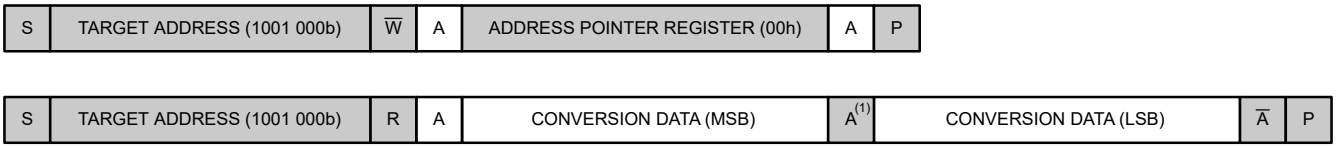

図 10-8. 変換レジスタの読み取り
3. 次に、図 10-8 に示すように、変換レジスタを読み取ります。